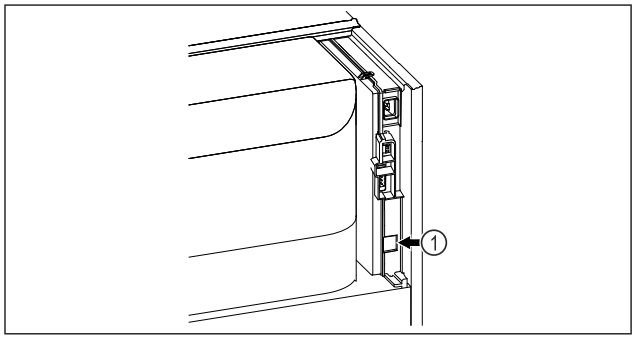

Fig. 101
- ❑ SmartModule *Fig. 101 (1)* este instalat.